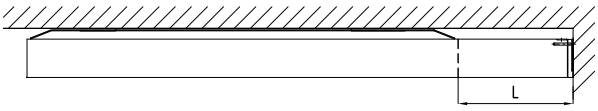

Figure 11. Extended cover with wall attachments.
1.- Extended cover with wall attachments (see fig. 11). Maximum length: 3.6 m.